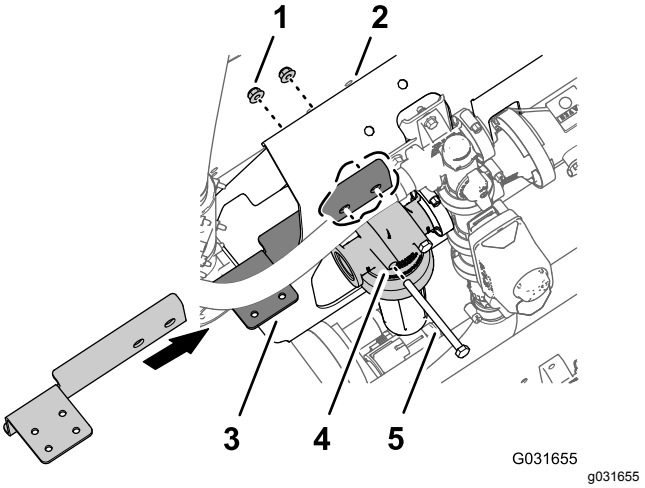

Figur 222
4. Afmonter de 2 flangelåsemøtrikker (5/16 tomme), der fastgør filterhovedet til manifoldbeslaget (Figur 222).
5. Ret hullerne i den lange flange på afbryderventilens beslag (Toro-delnr. 131-3725-03) ind efter de to bolte (5/16 x 4 tommer) på den forreste side af manifoldbeslaget (Figur 222).
6. Fastgør afbryderventilens beslag på manifoldbeslaget og boltene med to flangelåsemøtrikker, du fjernede i trin 4 (Figur 222).